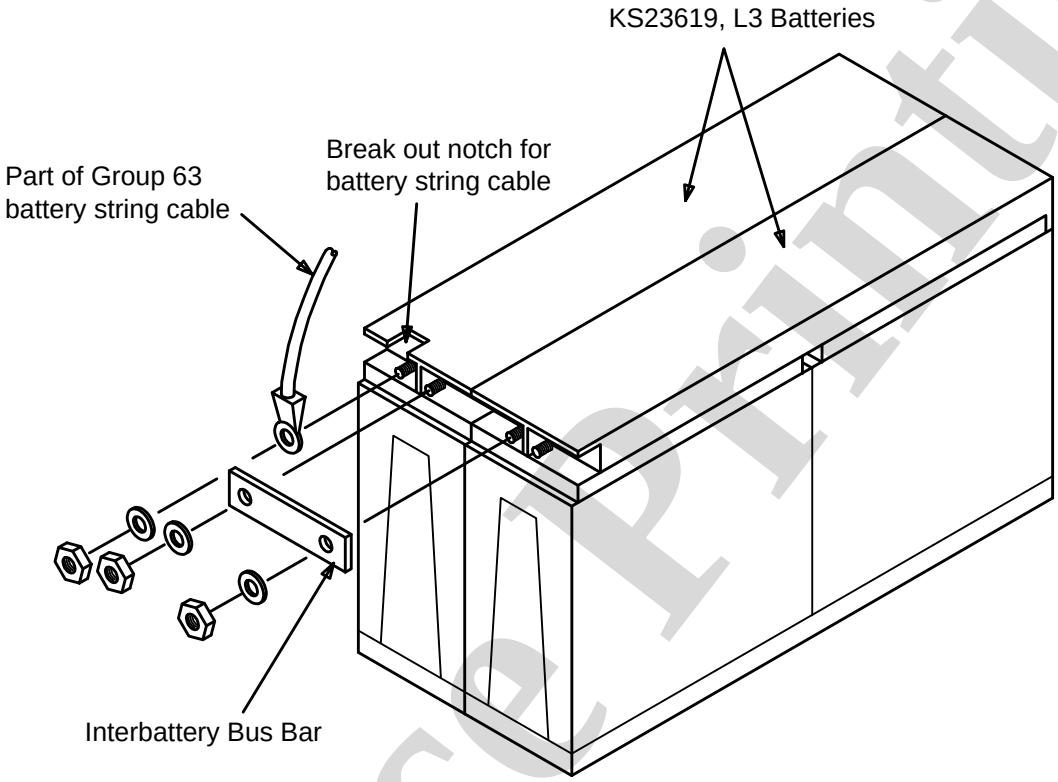

**Figure 2 – Battery string connections for Lineage 2000 VR Series batteries**
10. Coat inter-battery bus bars with NO-OXid grease and install on the batteries as shown in Figure 2. Install 1/4 inch lock washer and nut on battery post. Using insulated torque wrench with the socket, tighten nut to 55 in-lbs torque. Repeat for each battery post until all 12 batteries are connected together.
11. Cut a notch in the cover of the battery No. 1 (above "–" battery post) and battery No. 12 (above "**+**" battery post) (see Figure 2). This is required to install the battery string cable.
12. Connect the battery string cable to battery No. 1 by terminating the lug marked **BAT 1 (–)** to the "–" (negative) battery post of the first battery in the string (Figure 2). Connect the battery string cable to battery No. 12 by terminating the lug marked **BAT 12 (+)** to the "**+**" (positive) battery post of the 12th battery as shown in Figure 2. Install the lock washer and nut on the battery posts. Use insulated torque wrench to tighten the nuts to 55 in-lbs torque.